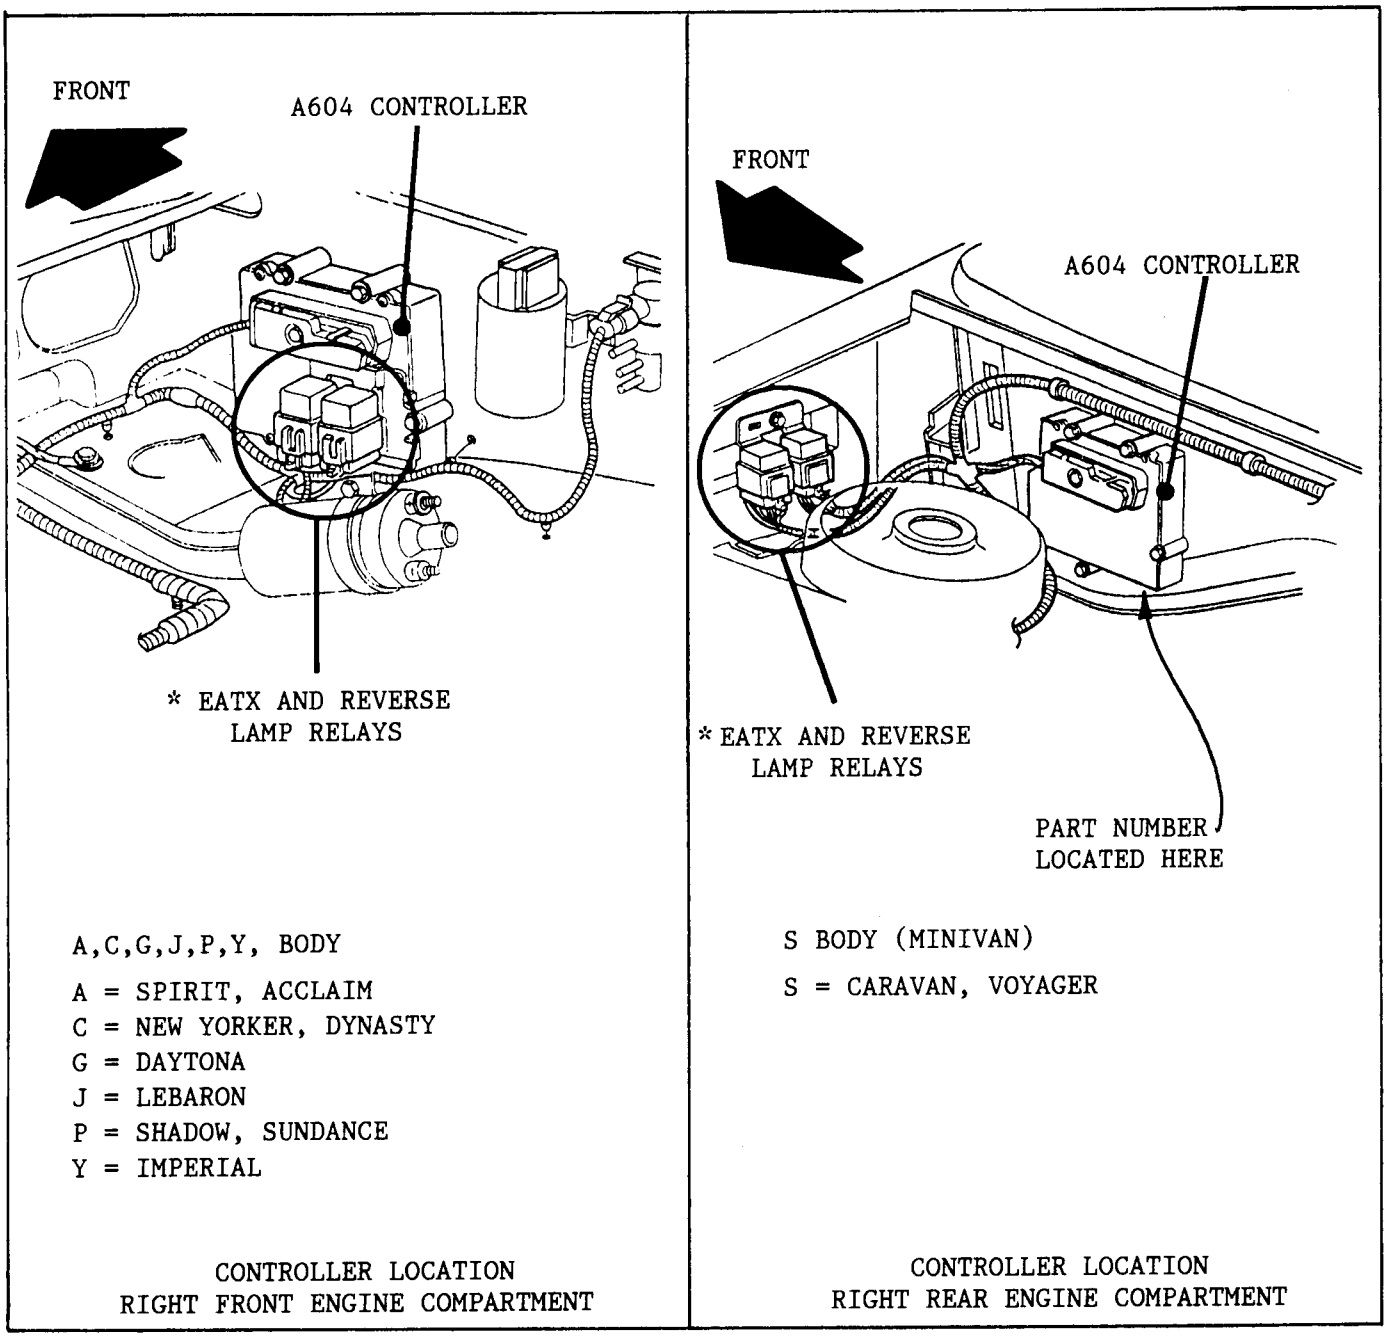

Figure 7
(1) TRANSAXLE CONTROLLER - The controllers are identified by the last three digits of the OEM part number. The part number is on a sticker that is located on the bottom of the controller as shown in Figure 7.
The locations of the controllers will vary depending on the model of the vehicle. Refer to Figure 7 for the different locations. Figure 7 and 8 also shows the locations of the EATX relay, as their location will also vary depending on the model of the vehicle.